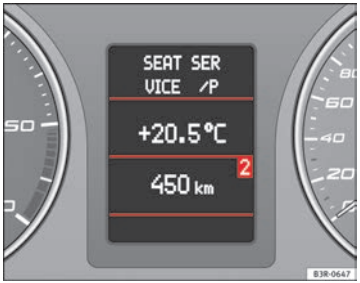

Abb. 65 Fahrerinformationssystem
- Mehrmaliges Drücken der MODE-Taste (B) wechselt zwischen den Betriebsarten und zeigt diese im Fahrerinformationssystem an ⇒ Abb. 65.
- Durch Rollen und Drücken der linken Menüwalze (A) wird abhängig von der Betriebsart eine Funktion gewählt.
- Die Sprachbedienung* der Mobiltelefonvorbereitung wird durch Drücken der Sprechtaste (C) aktiviert. Drücken Sie erneut die Taste, um die Sprachbedienung* zu beenden.
- Durch Rollen der rechten Menüwalze (D) nach oben / unten wird die Lautstärke erhöht / verringert. ■